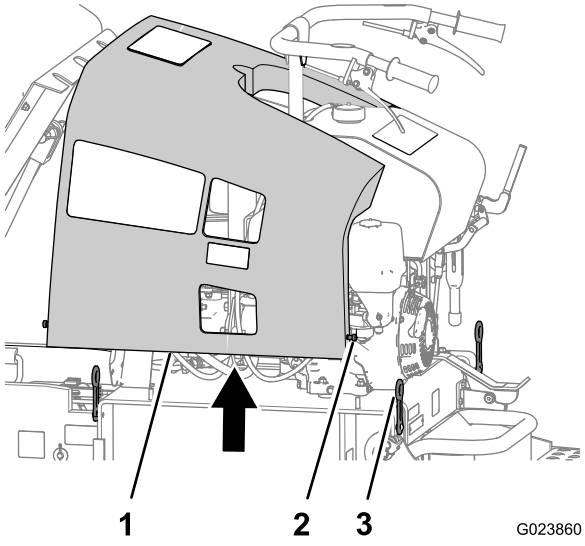

Figure 1
4. Retirez les 4 verrous qui fixent le capot du moteur à la machine au 4 montants de verrouillage (Figure 1).
5. Soulevez le capot du moteur et déposez-le de la machine (Figure 1).